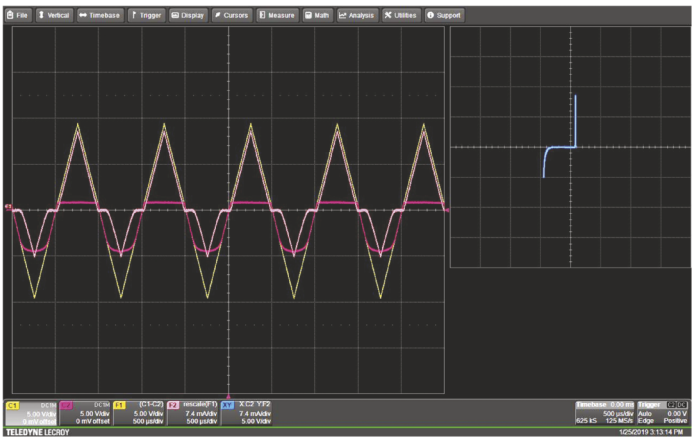

**FIGURE 7.43** (Steps 6 and 7) Waveforms of CH1, CH2, F2, and X-Y. The diode characteristic is shown at the right.
6. **Scaling the resistor voltage trace to amperes.** The current through the diode and resistor are the same. Multiplying F1 by $1/R$ gives the current. To do this we use the F2 Math function. Show the waveform and values for the *current* by using the F2 Math function of the scope. To do this: Press **Math** and **F2 Setup, Operator 1, All Functions, Rescale, Source 1, Math (or All), F1.** Now, the F2 Math function is chosen to be a rescaled version of F1. The value of rescaling can be set in the right section of the F2 trace window. Press **First multiply by** and enter the value of rescaling. For our case, this is equal to $1/R$, where $R$ is the value of the resistor in your circuit (680 Ω). Then add 0 V. Choose **Override units** and enter the output units as "A" for amps. It automatically reads in mA. You can see that in Fig. 7.43. You should now have the very same curve as previously, but the units for the current will be in mA/div.
Select $V_{in}$ = 12 $V_{pp}$. Figure 7.43 shows the entire screen, including the diode characteristic that you should be viewing.